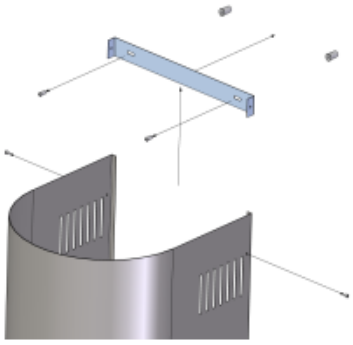

Рис. 4
6. Выдвиньте верхний короб (3) и соедините с помощью шурупов (7) с кронштейном (4) (рис. 4).